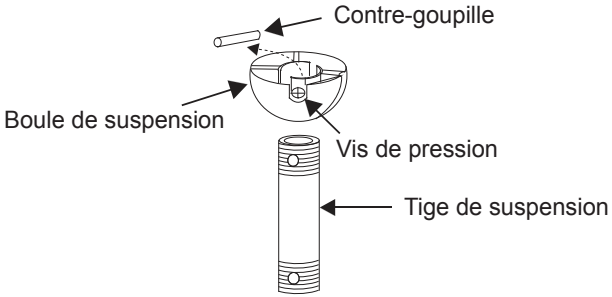

Fig. 8
Étape 5. Retirez la boule de suspension de la tige de suspension en desserrant la vis de pression, dévissant et retirant la contre-goupille et dévissant la boule pour la retirer de la tige. (Fig. 8)